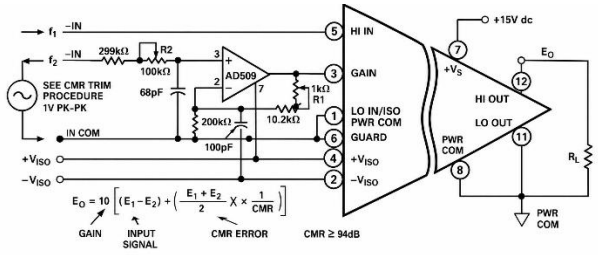

Figure 15. Application of 290A as Instrumentation Amplifier
In applications where the isolated power is applied to transducers such as bridges which generate differential input signals with common mode voltages measured with respect to the isolated power common, models 290A and 292A can be connected as shown in Figure 15. To achieve high CMR with respect to the ISO PWR COM, the following trim procedure is recommended.
1. Connect a 1V pk-pk oscillator between the +IN/-IN and IN COM terminals as shown in Figure 15.